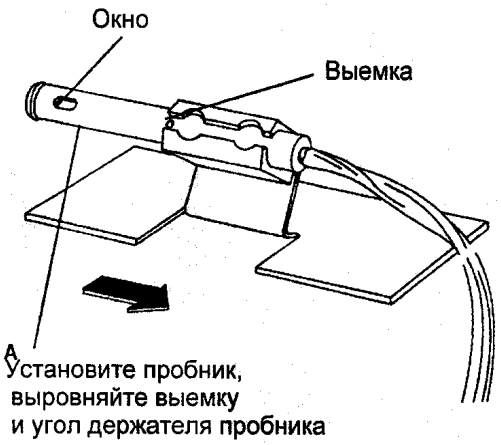

Рис. 1 Установка пробника электрометра в держатель
5. (РИС. 1): УСТАНОВИТЕ ПРОБНИК ЭЛЕКТРОМЕТРА В Д�держатель.